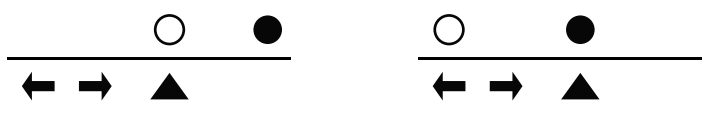

Рис.1
- Возьмите наконечник, поверните его верхнюю часть против часовой стрелки так, чтобы указатель (стрелка) на наконечнике указывал на положение открыто (Рис.1) и отсоедините ее. Сборка производится в обратном порядке.